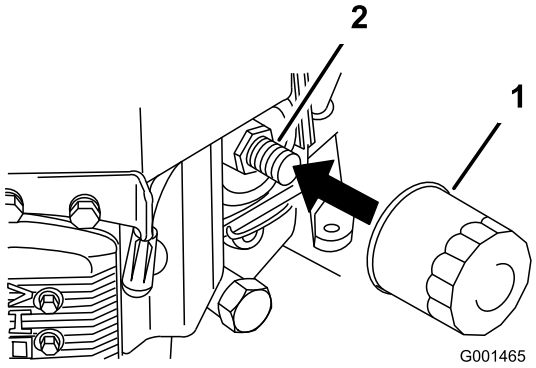

Figur 25
2. Fjern det gamle filter (Figur 25).
3. Påfør gummipakningen på det nye filter et tyndt lag ny olie (Figur 25).
4. Monter det nye oliefilter i filteradapteren, drej oliefilteret med uret, indtil gummipakningen berører filteradapteren. Spænd dernæst filteret yderligere 3/4 omgang (Figur 25).